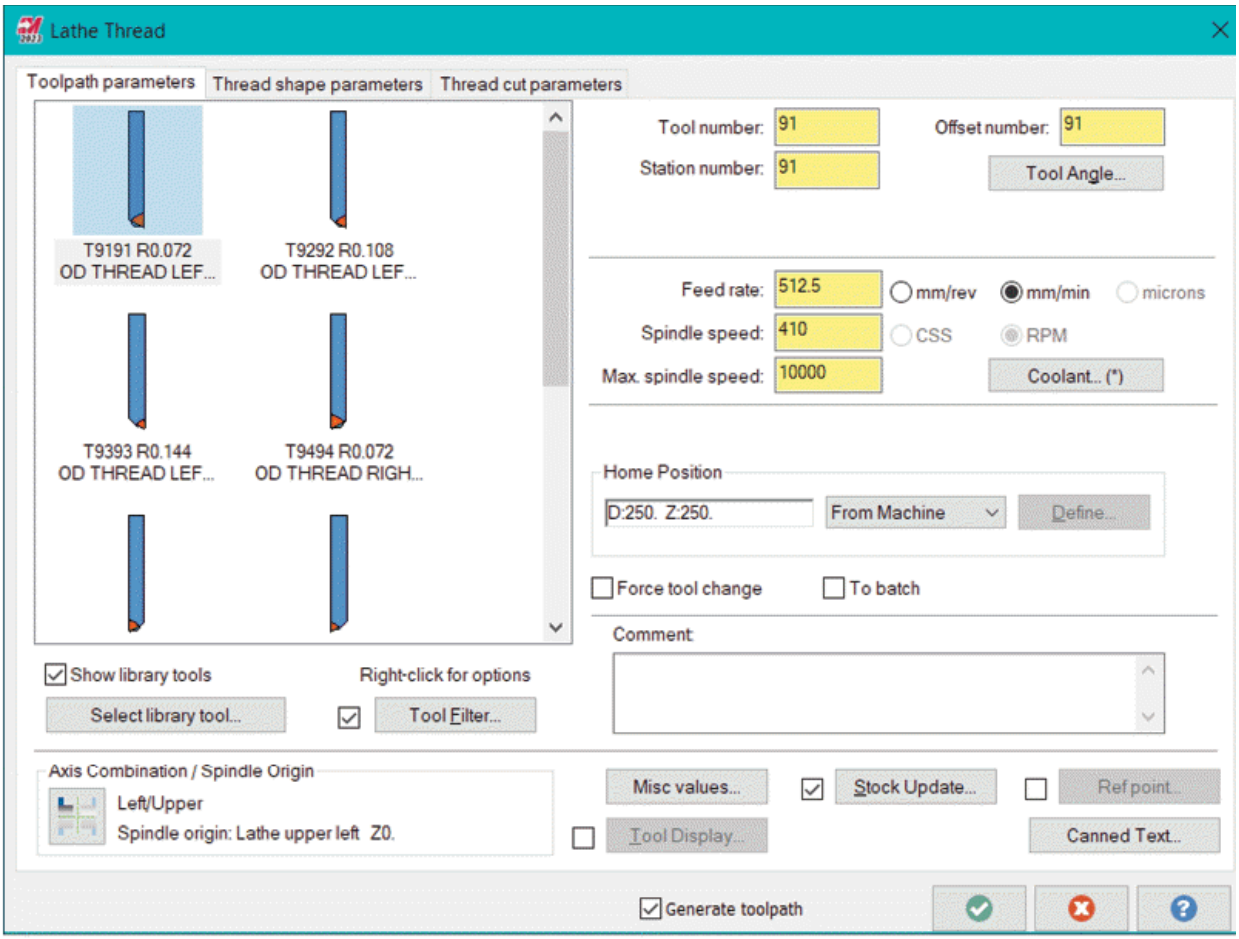

Figure-72. Lathe Thread dialog box
- Click on the **Thread** button from the expanded **General** panel in the **Turning** tab of the **Ribbon**. The **Lathe Thread** dialog box will be displayed; refer to Figure-72.